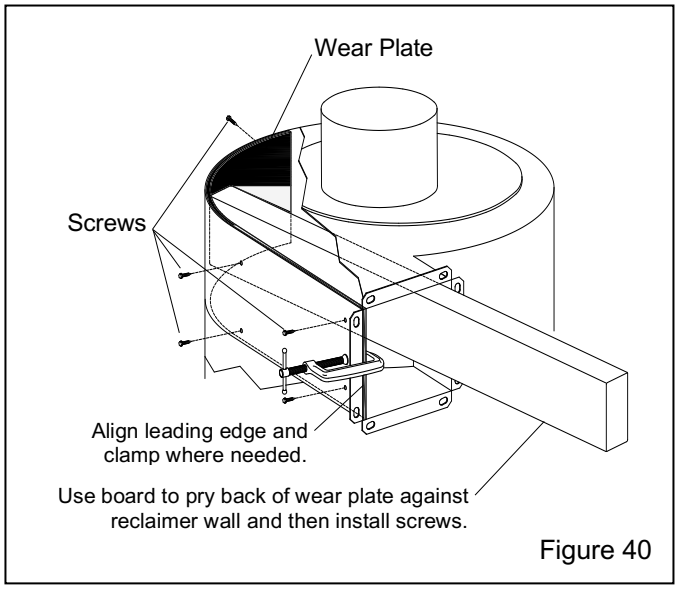

Figure 40
#### 7.11.1 300 cfm reclaimer with welded-on, nonremovable top – Figure 40
**7.11.1.6** Use a board or similar object as leverage to pry the wear plate against the inner wall of the reclaimer, as shown in Figure 40.